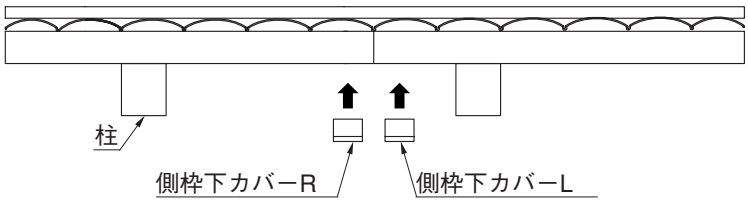

図6-3
❷側枠下カバーを側枠に2-③で取付けてください。(図6-3参照)